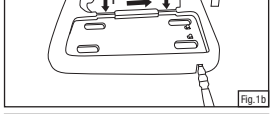

Fig.1a
- Carregador de Bateria de Estação Individual (simples) TR-341N da 3M™: Insira o cabo de alimentação de DC na Fonte de Alimentação e no berço TR-941N da 3M™ (Fig. 1a). Plugue o cabo de alimentação em uma fonte de AC numa fonte de energia AC (100-240V), como uma tomada de parede.